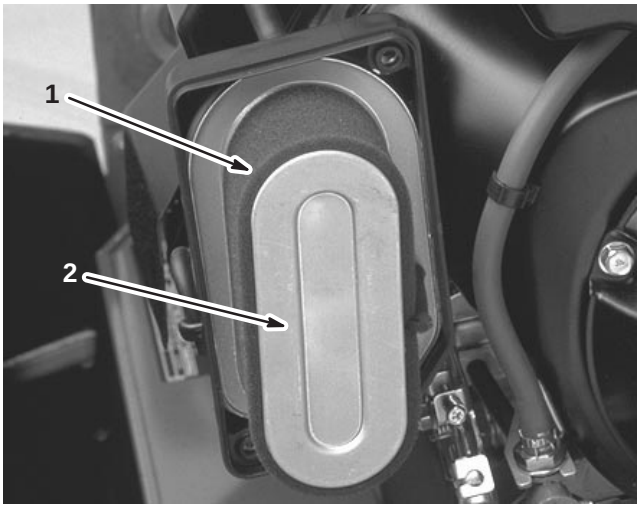

Figure 31
4. If the foam element is dirty, remove it from the paper element (Fig. 31) and clean it thoroughly.